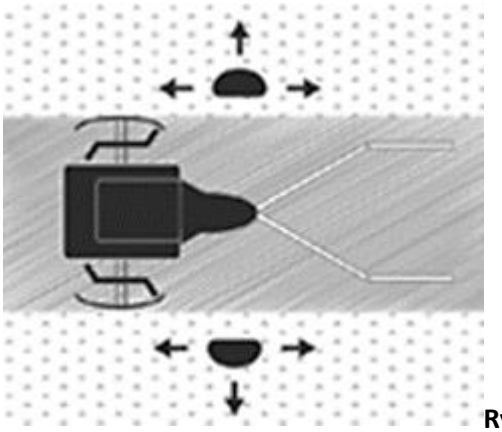

Rys. 9
1. Przed rozpoczęciem pracy z glebogryzarką zapoznaj się z procedurami uruchamiania i zatrzymywania silnika. Silnik uruchamiaj zawsze ze strefy zaznaczonej kropkami (Rys. 9).